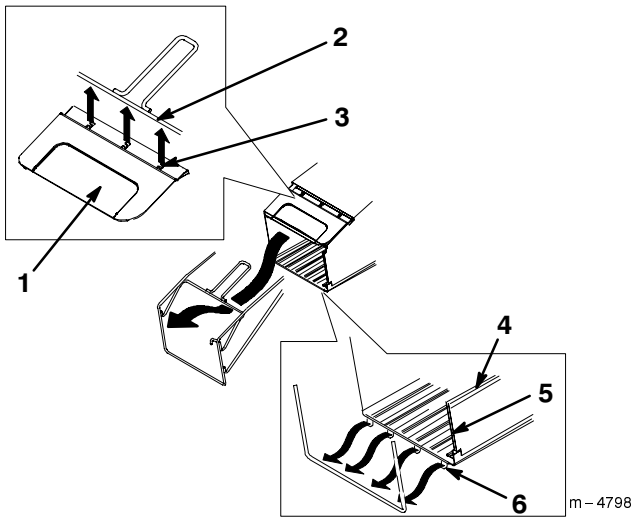

Figur 6
3. Listen øverst på rammen klemmes ned i de tre låseanordningene på posens lokk, slik som vist i Figur 6.
4. De to sidesporene og to toppsporene i gressposen settes på poserammen slik som vist i Figur 6.
5. Den nederste listen i rammen presses på de fire låseanordningene i posens bunn, slik som vist i Figur 6.